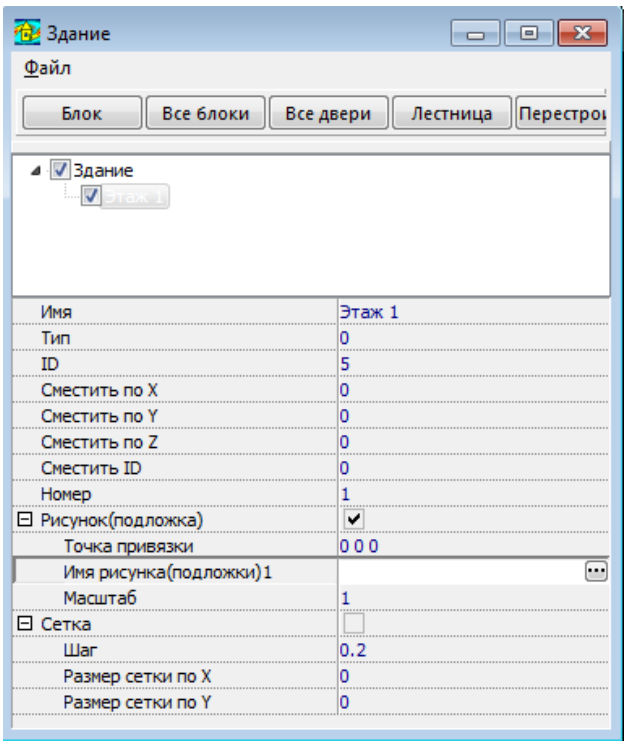

Рисунок 4.15 – Окно «Здание», инспектор свойств этажа
- добавить новый этаж в здание (создать элемент «Этаж»): сначала выделить мышкой (левая клавиша) элемент «Здание» (надпись подсвечивается), далее нажать правую кнопку мыши и из выпавшего списка в разделе «Добавить» выбрать «Этаж» (Рисунок 4.71а). После этого в окне «Здание» появляется элемент «Этаж», при выделении этажа мышкой открывается инспектор свойств этажа (Рисунок 4.15) (Управлять отображением содержания списка «Здание» можно нажатием на стрелку слева от названия.);
- точка привязки этажа задается в поле «Точка привязки», в формате X Y Z, Рисунок 4.15. Координата Z определяет отметку пола этажа. Если в здании помещения одного этажа находятся на разных уровнях, при построении соответствующей части следует изменять координату Z точки привязки.
После того как подложка привязана к этажу, можно управлять ее отображением с помощью активации соответствующей галочки, Рисунок 4.15.
Отображением сетки можно управлять путем активации соответствующей галочки, Рисунок 4.15.